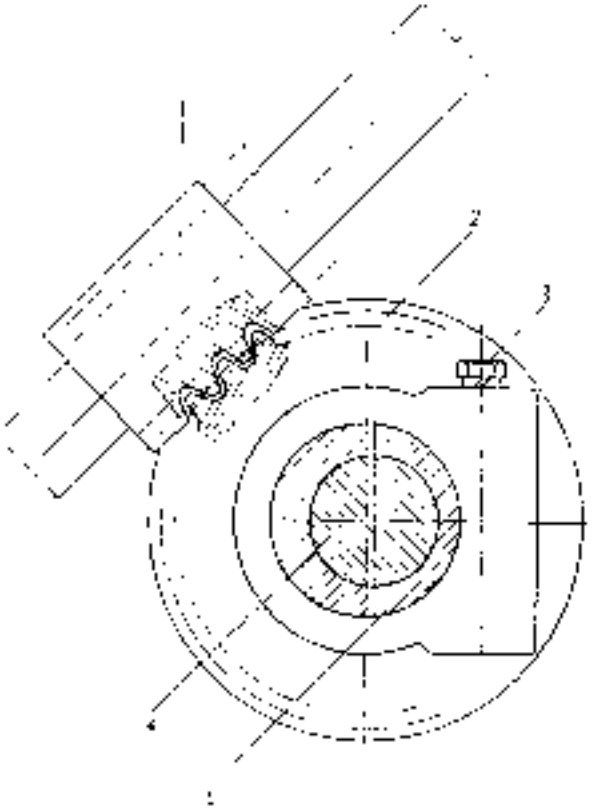

Fig. 95
10. Have the eccentric sleeve of the worm gear shaft by slackening the lock bolt (see Fig. 95).